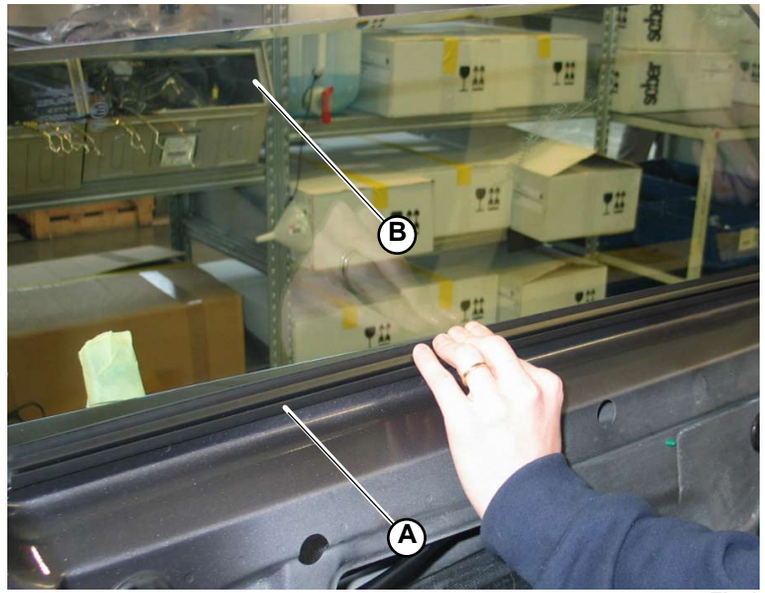

Fig.1
1. Detach the internal seal (**A-Fig.1**) from the glass.
2. Remove the glass (**B-Fig.1**).